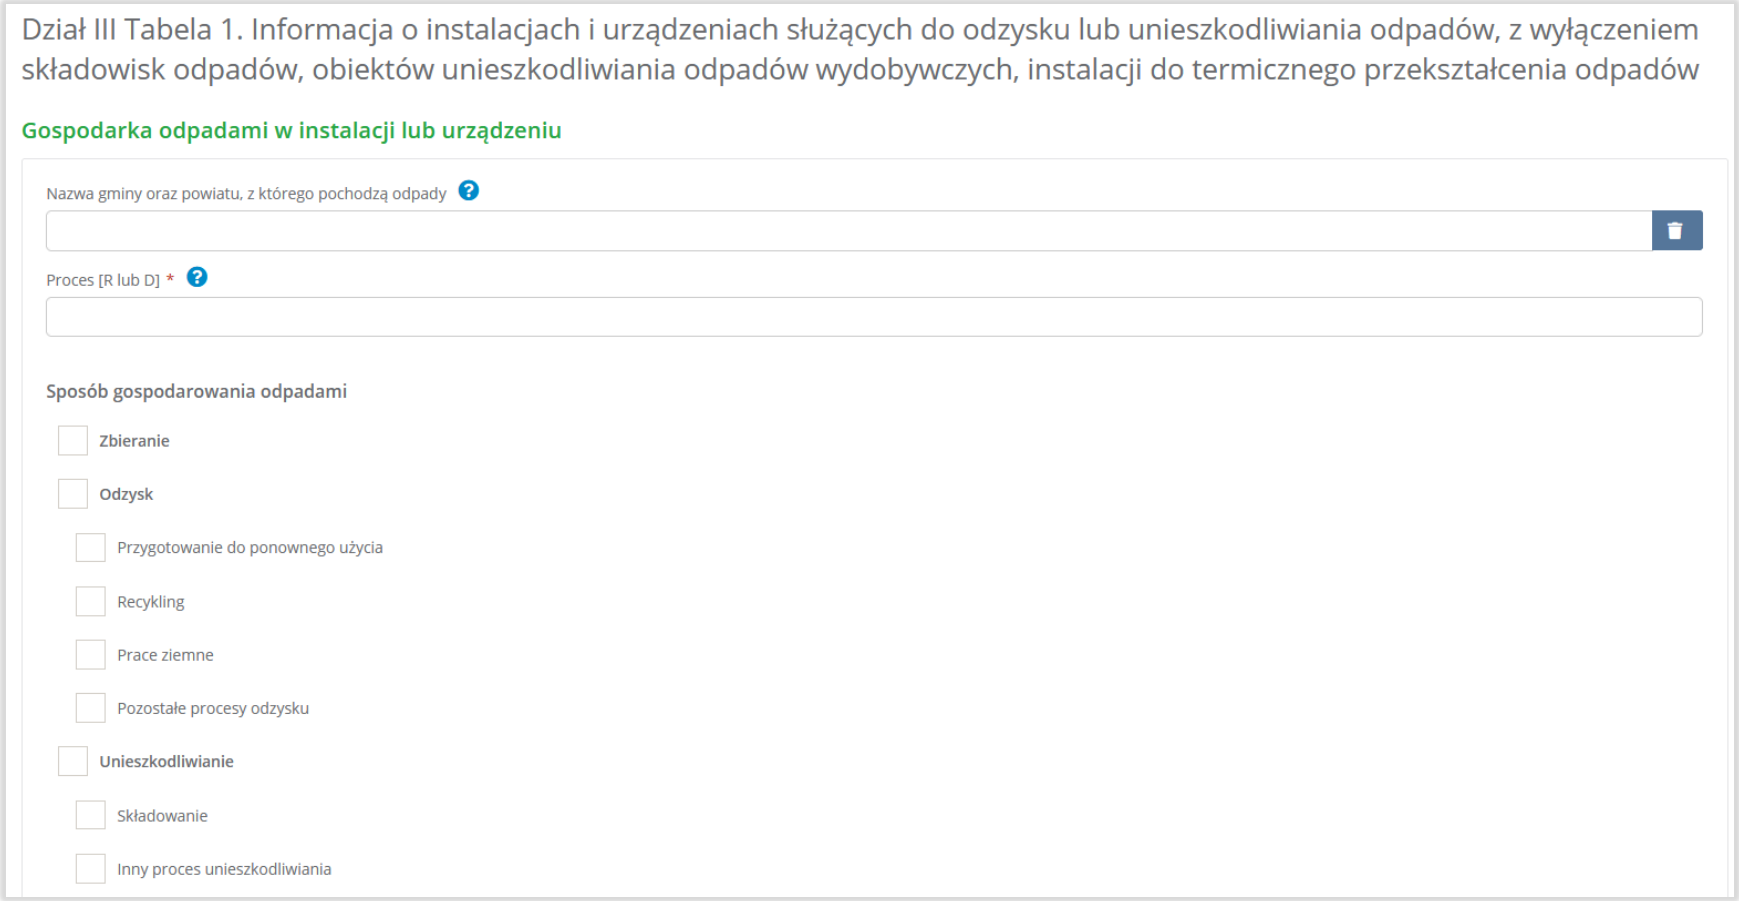

Rysunek 13 Formularz dodania informacji o gospodarce odpadami w instalacji lub urządzeniu – sposób gospodarowania odpadami
- sposób gospodarowania odpadów, **[RYSUNEK 13]**